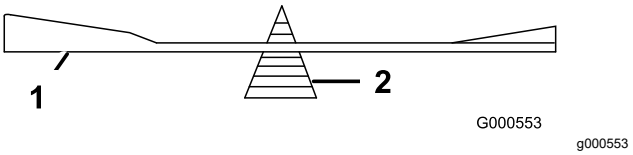

Figur 70
2. Kontrollera knivens balans med en knivbalanserare (Figur 70).